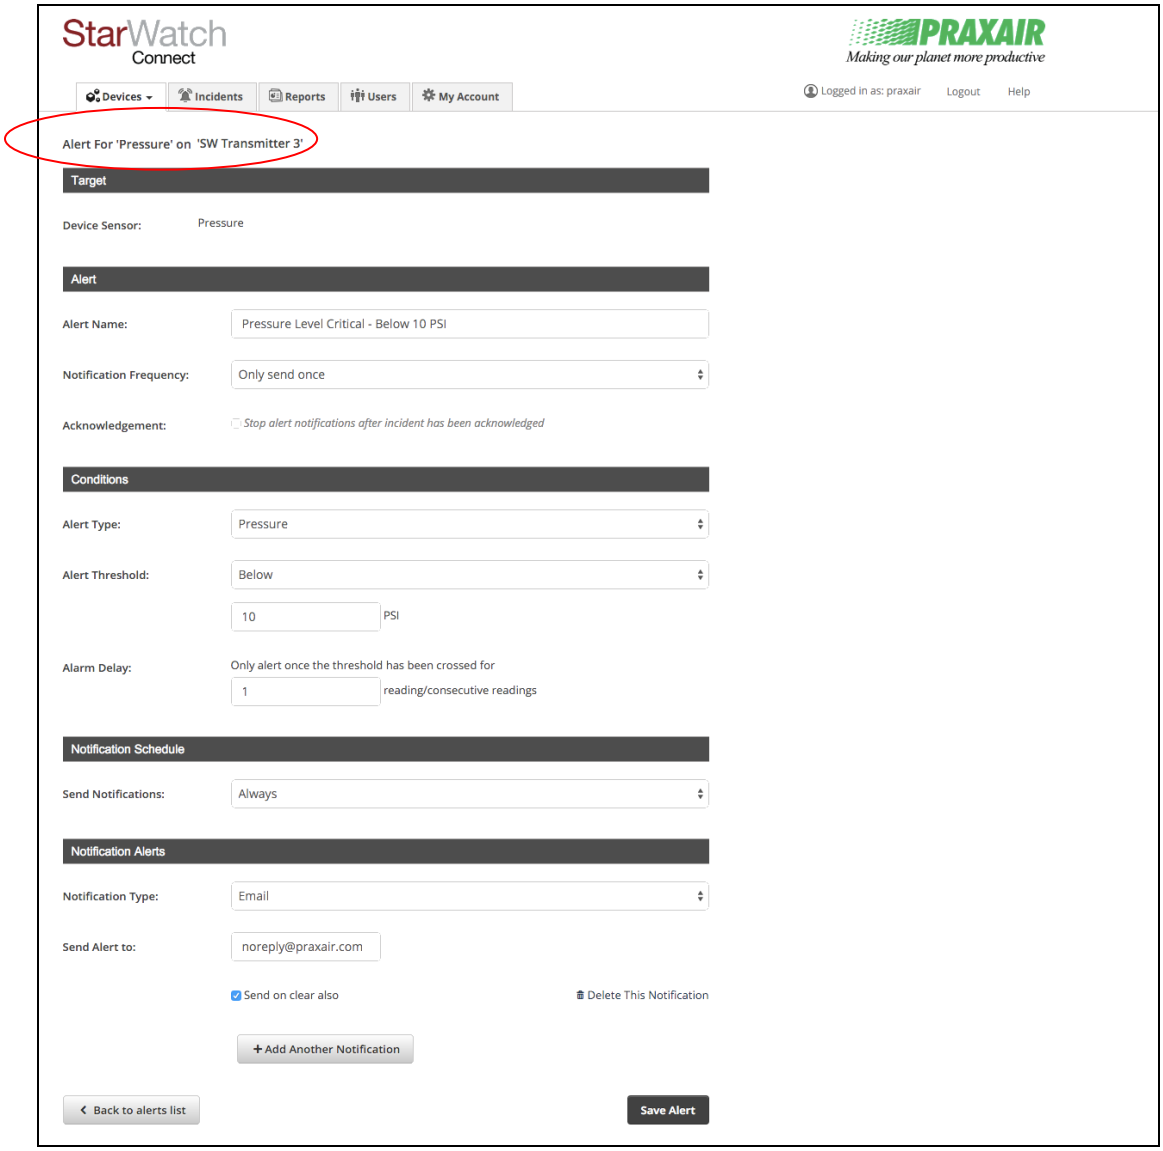

Figure 7: Adding a New Sensor Alert Screen Example
3. Pressure in the cryogenic vessel. Alerts can be set up to notify users of changes in these measurements (see Figure 7).